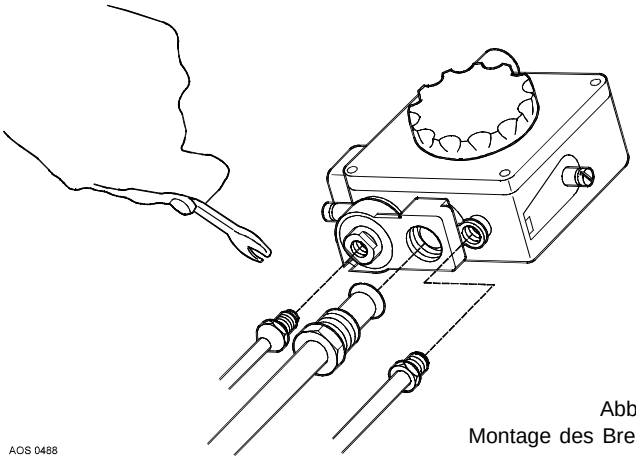

Abbildung 11 - Montage des Brennersatzes
2. Brenner, Wachflammenleitung und Thermokreuz vom Gassteuerblock lösen (siehe Abbildung 11).